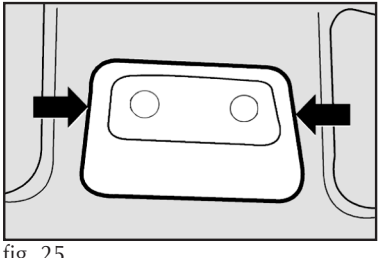

fig. 25
CONSOLA DE TECHO - fig. 25 y 26
- utilizando un destornillador en los puntos **fig. 25** quite la consola de techo completa que está fijada a presión;